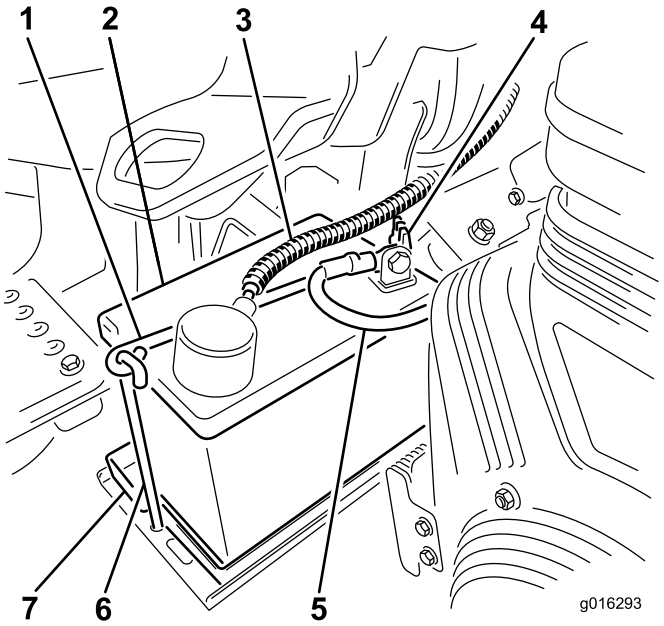

Figur 8
7. Sätt in batteriet i batterilådan och fäst det med den batteriklämma och de fästelement som du tog bort tidigare (Figur 8).
8. Anslut den röda pluskabeln till plusanslutningen (+) och den svarta minuskabeln till minusanslutningen (–) på batteriet, och fäst kablarna med bultar och muttrar (Figur 8). Förhindra eventuell kortslutning genom att trä gummiskon över plusanslutningen.